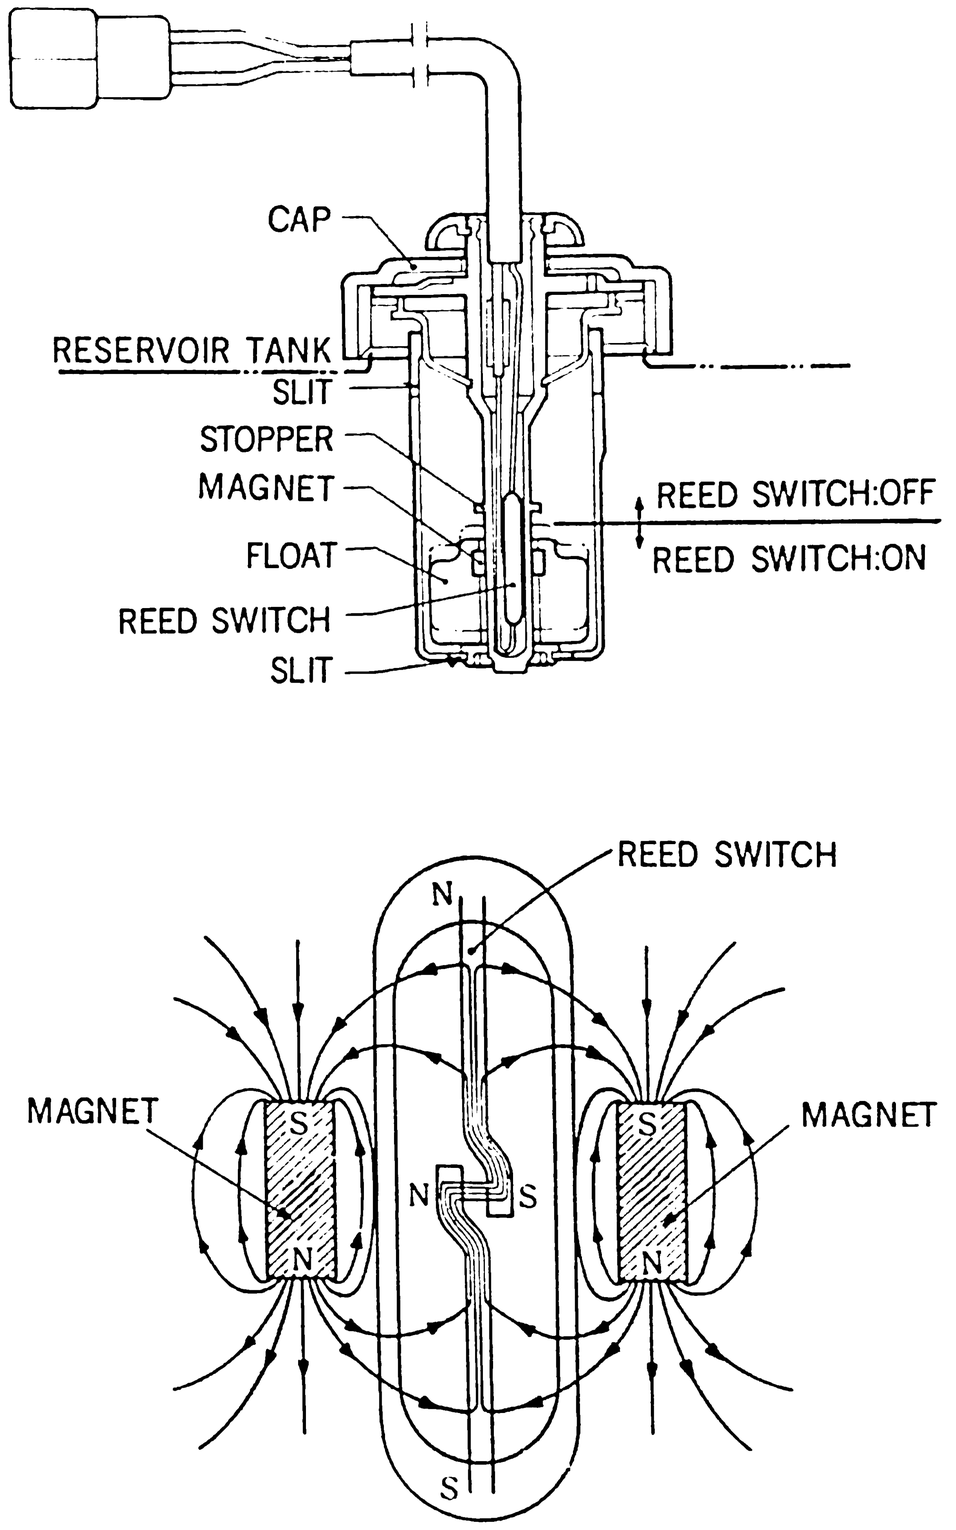

Fig. 5-19 Brake fluid level sensor (Reed switch)
- This sensor consist of a reed switch, a float and two magnets as shown in Fig. 5-19.